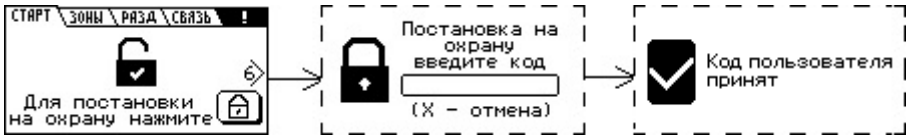

Рисунок 26 – Процесс постановки на охрану раздела без задержки на выход
3) Если в раздел не включены зоны с задержкой (вход/выход), после проверки кода пользователя с кодами, занесёнными в память прибора, раздел прибора становится на охрану (рисунок 26).